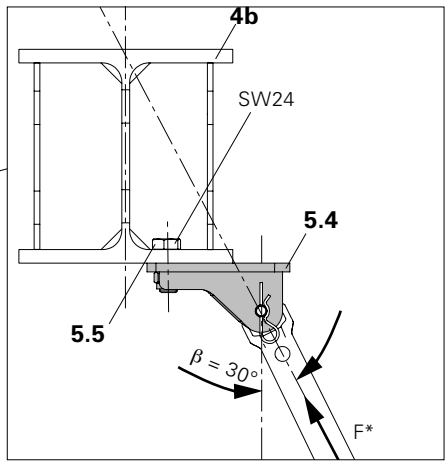

Fig. B2.01a
2. Horizontal forces at the level of the Main Beam Frame are transferred via diagonal bracing (6). (See Chapter A2/A3)
3. Horizontal forces lateral to the Main Beam Frame are transferred via Push-Pull Props (5) which are fixed to auxiliary foundations by means of a Connecting Plate AV (5.4) on the Main Beam HDT (4b) and Base Plate-2 RS 210-1400 (5.2). (Fig. B2.01a/B2.01b)